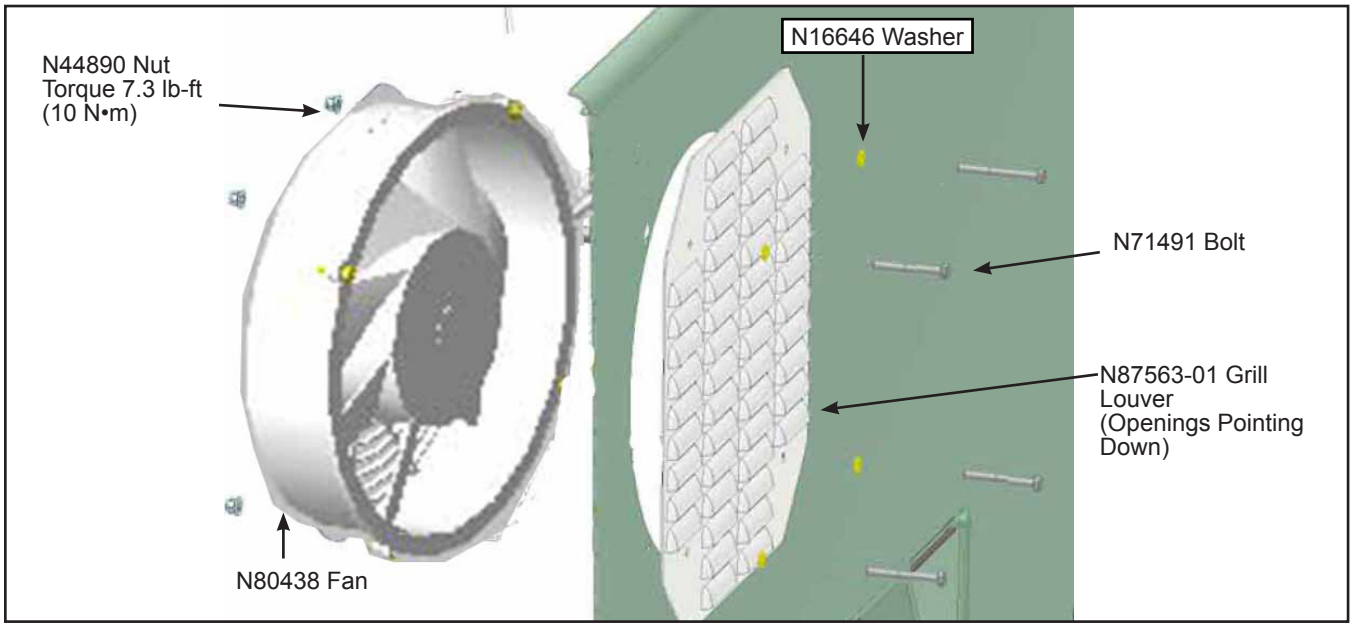

Figure 2 - Install Grill Louver and Electrical Fan
1.11. Install electric fan N80438 on the inside with four N71491 bolts, N16646 washers and N44890 nuts. Install cable tie mount N57040 onto the upper curbside screw. See Figures 2 and 3.